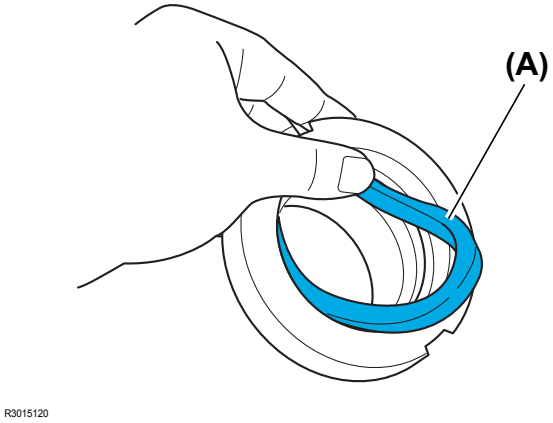
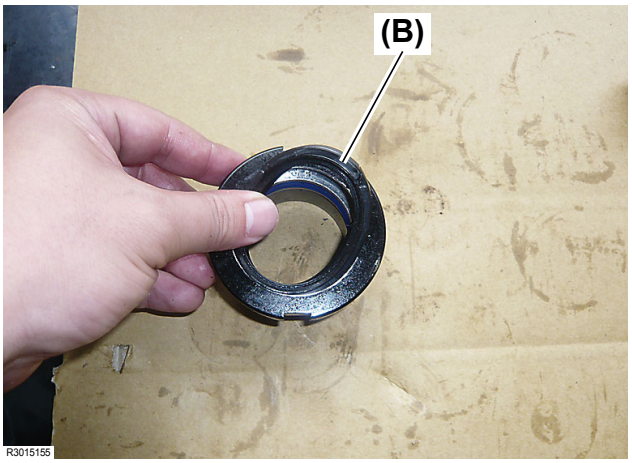

Fig. 16
Fig. 17
- The rod seal **(Fig. 16, (A))** and dust seal **(Fig. 17, (B))** are hard so that their installation is difficult. Fully apply transmission oil to them and install them by referring to the photo **Fig. 16, 17**.